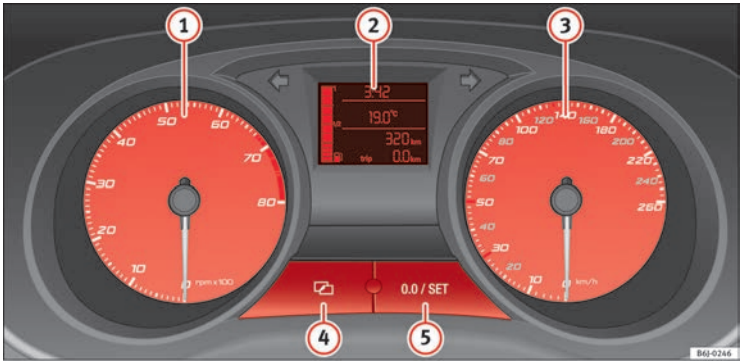

Fig. 30 Detalle del tablero de instrumentos: cuadro de instrumentos
El principio de la zona roja ⇒ fig. 30 (1) indica el régimen máximo de revoluciones del motor funcionando a temperatura de servicio. Antes de alcanzar dicha zona se debe cambiar a una marcha más larga, colocar la palanca selectora en D o levantar el pie del acelerador.
– Para ajustar las horas, presione la tecla (4) ⇒ fig. 30. La opción “horas” parpadeará en la pantalla digital y con el botón (5) “set” ⇒ fig. 30 se ajustan.
– Para ajustar los minutos, presione de nuevo la tecla (4) y seleccione la opción minutos, ajuste con el botón (5) “set”.